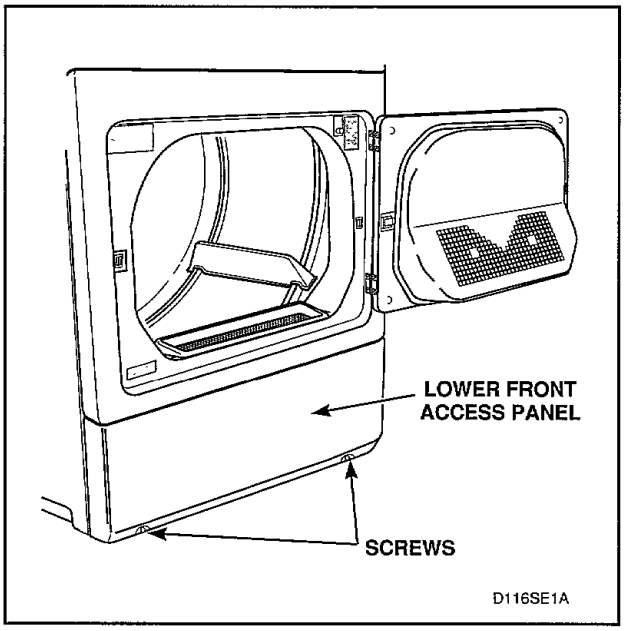

Figure 9
d. While supporting the lower access panel, remove the lower front access panel from both the upper and lower dryers by removing the two screws from the bottom edge of each access panel, *Figure 9.*
a. While supporting the lower access panel, remove two screws from bottom edge of lower front access panel, *Figure 9.*